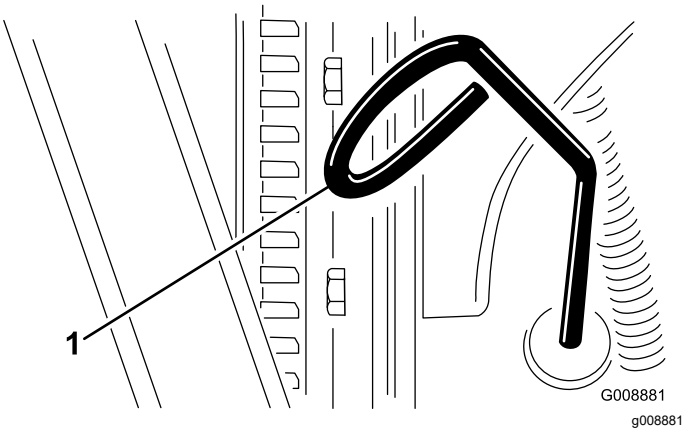

**Figur 59**
3. Fjern målepinden, tør den af, og sæt den tilbage igen (Figur 59).